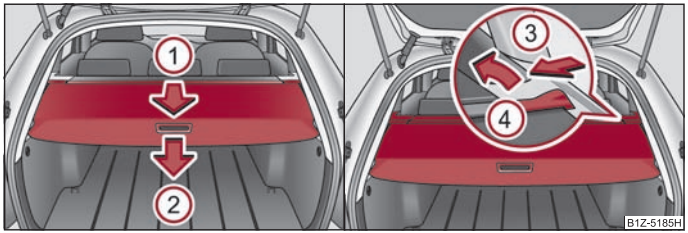

Fig. 61 Coffre à bagages: Couvre-bagages enroulable/déploiement du couvre-bagages enroulable
- Tirez le cache-bagages enroulable dans le sens de la flèche (1) jusqu'à la butée en position de sûreté ⇒ fig. 61
Si vous souhaitez utiliser la totalité du coffre à bagages, vous pouvez enlever le cache du coffre à bagages ⇒ page 61, fig. 61.